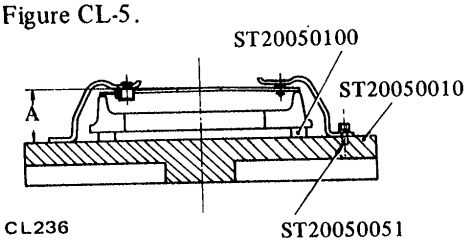
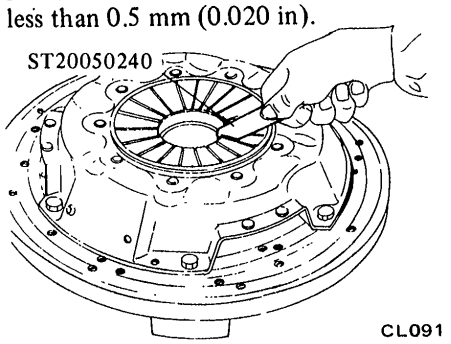

Fig. CL-5 Measuring the height of diaphragm spring
Fig. CL-6 Adjusting spring height
(1) Place Distance Piece ST20050100 on Base Plate ST20050010 and then tighten clutch cover assembly on the base plate by using Set Bolts ST20050051. See Figure CL-5.
(2) Measure the height "A" at several points with a vernier caliper depth gauge. See Figure CL-5. If the height "A" of spring end is beyond the specified value, adjust the spring height with Diaphragm Spring Adjusting Wrench ST20050240 as shown in Figure CL-6.